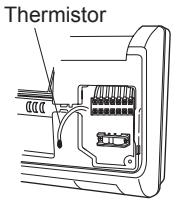

Fig. 10b
(4) Take out the thermistor from the grille. (Fig. 10b)